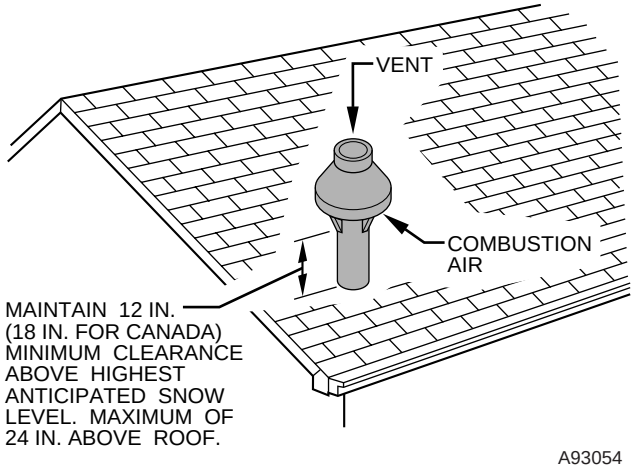

Fig. 37—Concentric Vent and Combustion-Air Roof Termination (Preferred)
Roof terminations—Locate assembly through roof to appropriate height as shown in Fig. 37.
6. Check required dimensions as shown in Fig. 37 or 38.